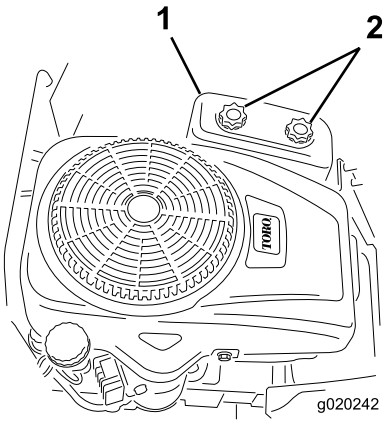

Figuur 32
4. Verwijder het luchtfilterdeksel door de 2 knoppen los te draaien (Figuur 32).
3. Monteer het luchtfilterdeksel en draai de twee knoppen vast (Figuur 32).